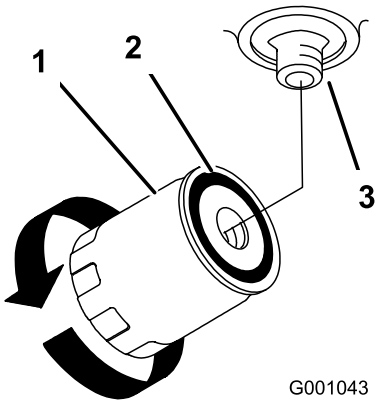

**Figur 75**
4. Fjern det brukte filteret, og tørk av filteradapterens pakningsflate til den er ren (Figur 75).
7. Drei oljefilteret med klokken til gummipakningen kommer i kontakt med filteradapteren, og trekk til filteret med ytterligere 1/2-omdreining (Figur 75).